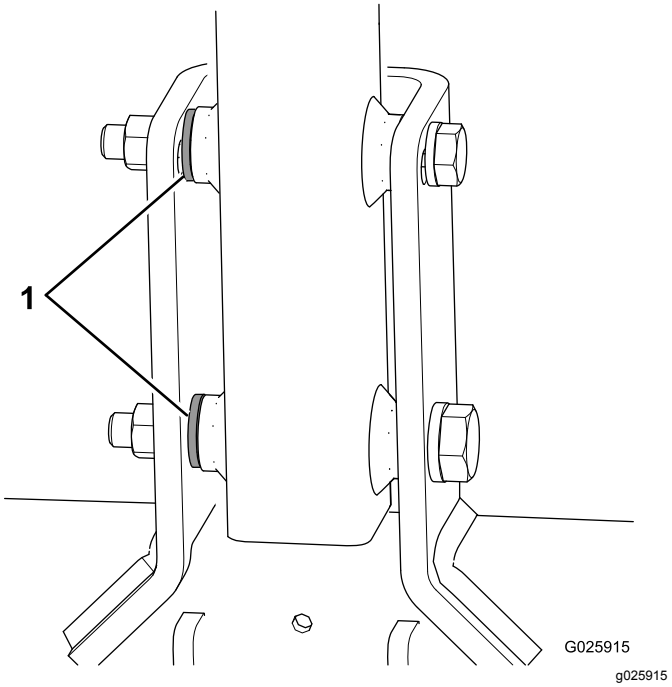

**Figura 6**
- Se a sua máquina tiver uma terceira anilha incluída com cada parafuso, utilize essas anilhas como espaçadores entre o engate e o interior do suporte da articulação do engate (Figura 6).